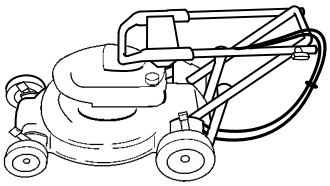

**Figure 28**
2. Carefully swing the upper handle forward until it rests on the engine (Fig. 28).